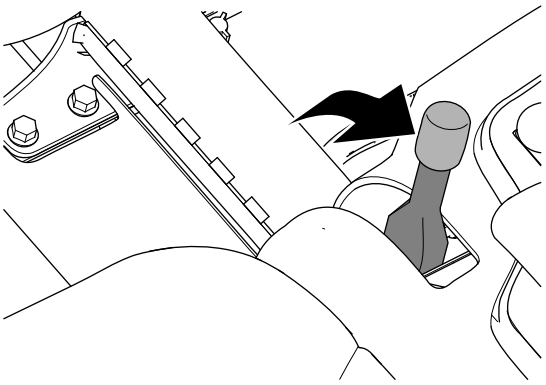

Figur 27
2. Koppla in parkeringsbromsen (Figur 27).